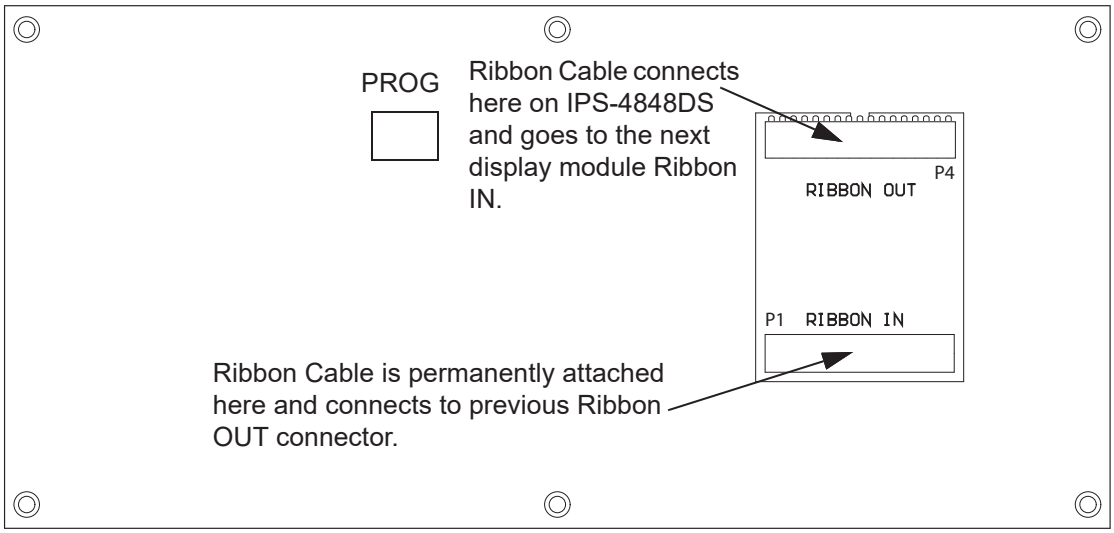

**Figure 10 IPS-4848DS Cable Connections**
2. Disconnect main and standby power and connect the IPS-4848DS as shown in Figure 10.